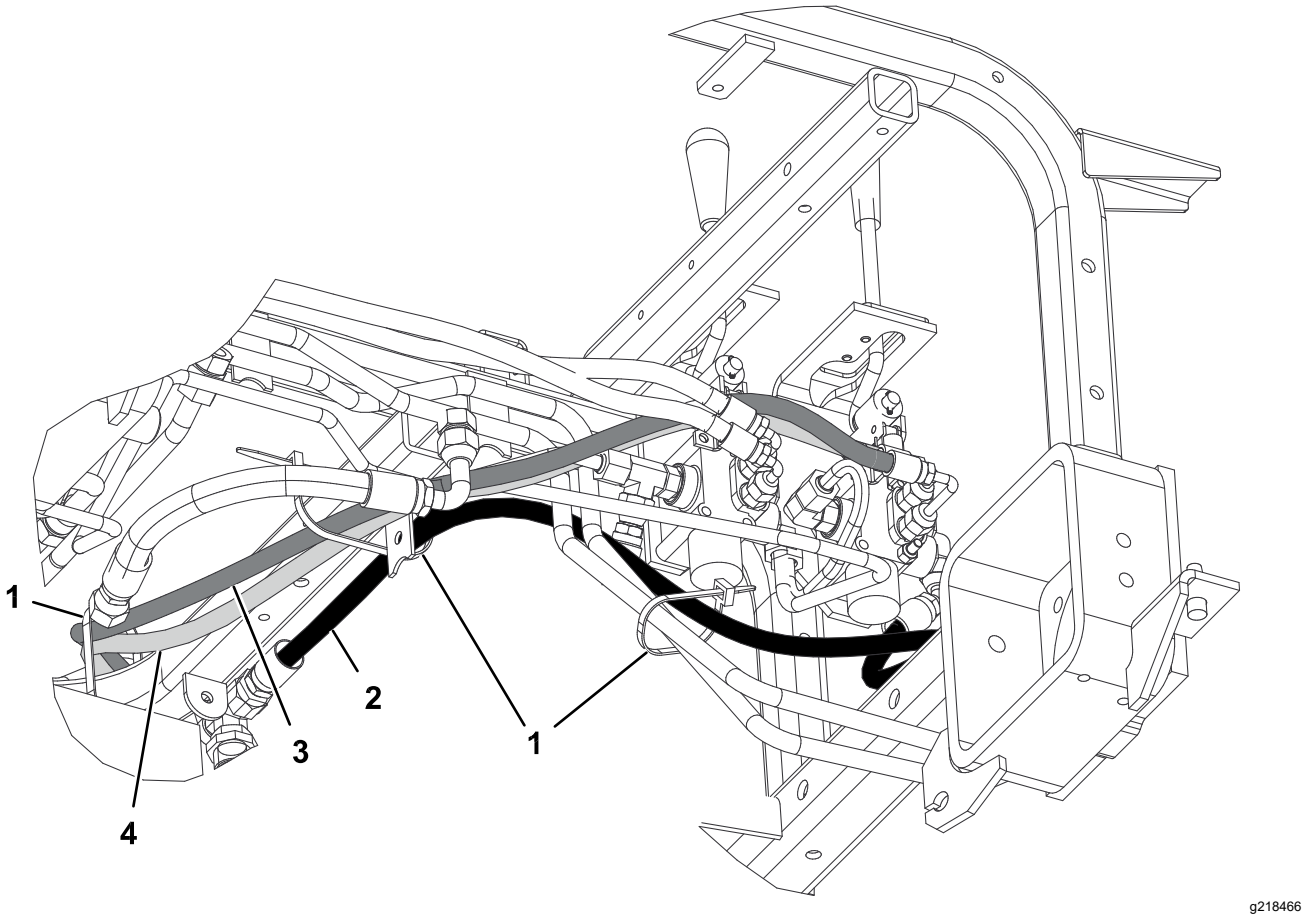

Figura 21
2. Conectați capătul fitingului de 45° al furtunului hidraulic (nr. piesă 108-8449) la fitingul de 90° din partea dreaptă a supapei și capătul drept al furtunului la fitingul liber al răcitorului de ulei (Figura 20). Consultați Figura 21 și Figura 22 pentru amplasarea furtunului.
4. Conectați capătul scurt al fitingului 90° al furtunului hidraulic (nr. piesă 108-8453) la fitingul drept superior din partea din spate a supapei. Amplasați furtunul în suportul de furtun sârmă și conectați capătul drept al furtunului la fitingul superior al cilindrului hidraulic (Figura 20). Consultați Figura 21 și Figura 22 pentru amplasarea furtunului.
5. Conectați capătul lung al fitingului de 90° al furtunului hidraulic (nr. piesă 108-8454) la fitingul drept inferior din partea din spate a supapei. Amplasați furtunul în suportul de furtun sârmă și conectați capătul drept al furtunului la fitingul inferior al cilindrului hidraulic (Figura 20). Consultați Figura 21 și Figura 22 pentru amplasarea furtunului.
7. Folosind coliere de cablu, fixați furtunurile la mașină în locațiile indicate în Figura 21 și Figura 22.